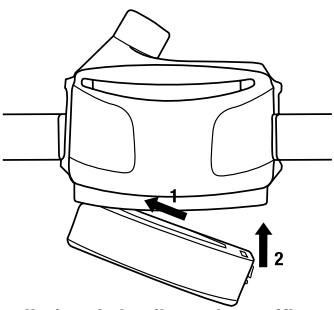

Fig. 4 Installation de la pile sur le souffleur à moteur
Pour installer le bloc-piles chargé, tenir l'ensemble respirateur de manière que le protège-filtre soit face à soi (Fig. 4).
3. Accrocher l'extrémité de la charnière du bloc-piles au boîtier situé au bas du respirateur (Fig. 4, étape 1).
4. Appuyer sur le bord à verrou du bloc-piles dans le souffleur à moteur, jusqu'à ce que le verrou s'enclenche et laisse entendre un déclic (Fig. 4, étape 2).